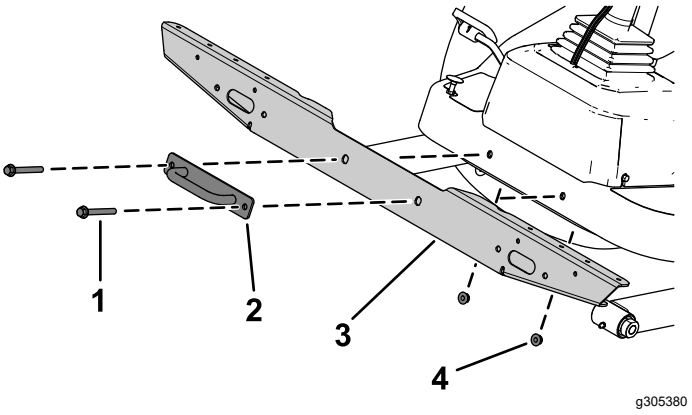

Figur 12
2. Fastgør tværbeslaget til lygter til platformen med de tidligere fjernede bolte, møtrikker og holdebeslag (Figur 12).